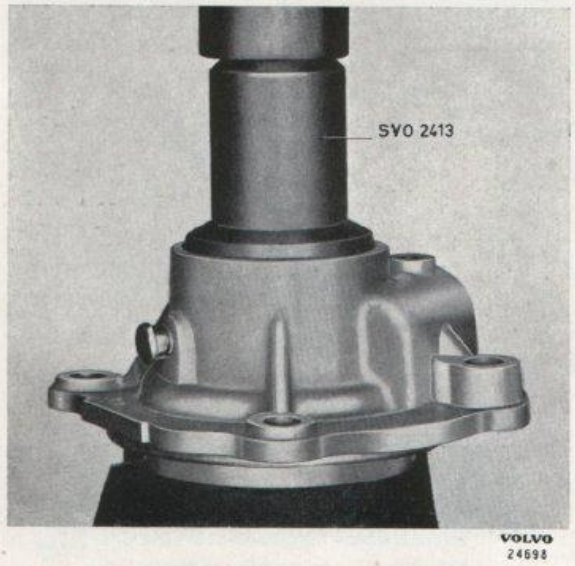

Bild 3-22. Montering av tätningsring i bakre lock
Placera hastighetsmätarhjulet (11) på lagret i bakre locket. Pressa i tätningsringen (18) med dorn SVO 2413, se bild 3-22.